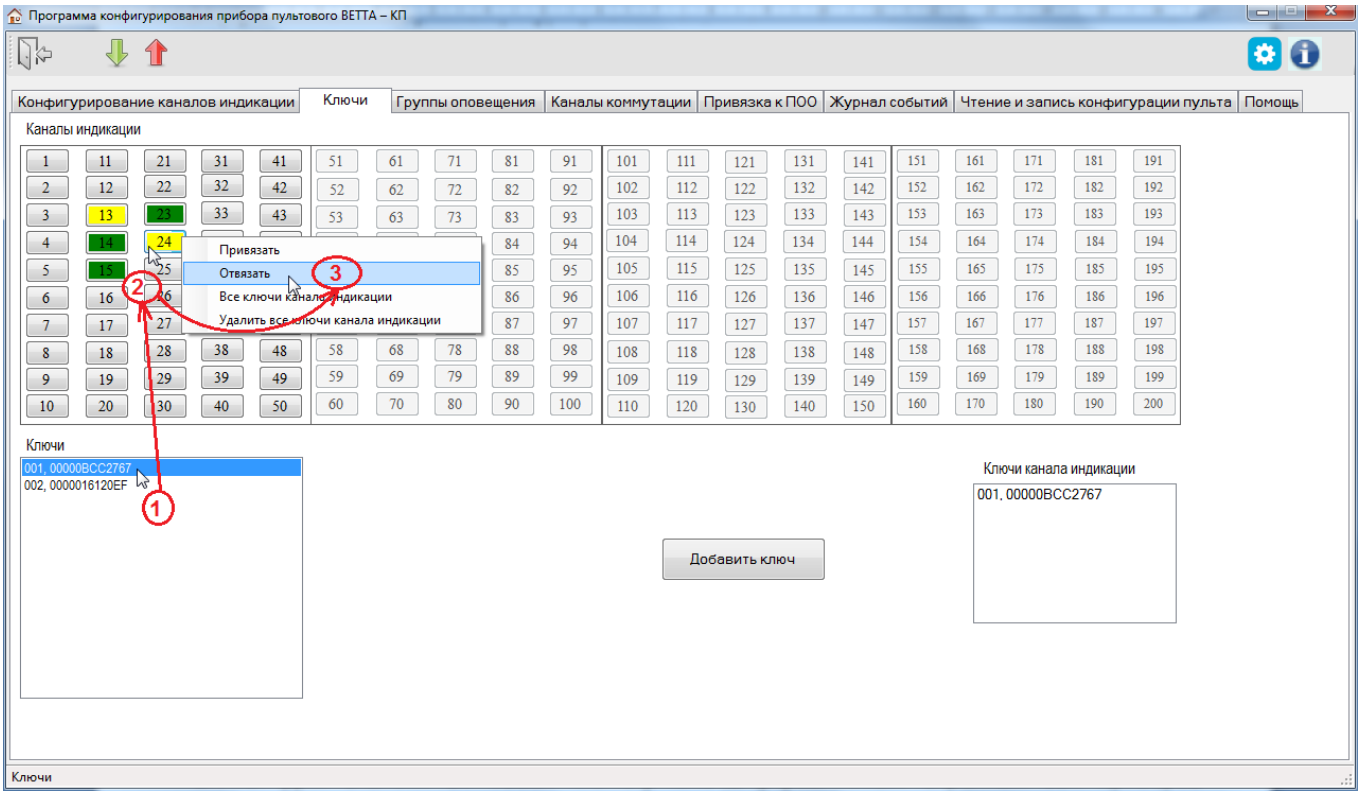

Рис. 26. Отвязка ключа от каналов индикации
4) После завершения чтения текущей конфигурации и запуска основного окна программы-конфигуратора, перейдите на вкладку «Ключи» (Рис. 26).
5) Выделите в списке «Ключи» отвязываемый ключ (рис. 26, шаг 1). В области «Каналы индикации» будут отображены зелёным цветом каналы индикации, к которым он привязан.
6) Выделите (подсвечиваются жёлтым цветом после клика левой кнопки мыши) все каналы индикации, от которых требуется отвязать ключ (Рис. 26, шаг 2).
7) Вызовите правой кнопкой мыши контекстное меню и выберите команду «Отвязать» (Рис. 26, шаг 3). Ключ будет отвязан от выбранных каналов индикации, цвет каналов изменится с зеленого на серый.